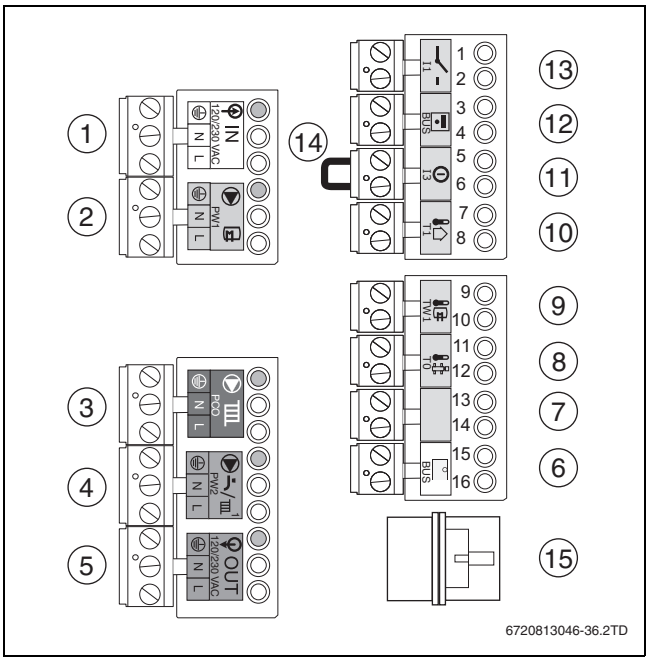

Рис. 24 Клеммные колодки
- Подключите регулятор комнатной температуры вкл/выкл к клемме **I1** (→ рис. 24, [13]) (дополнительное оборудование).
- Подключите регулятор к клеммам **BUS** (→ рис. 24, [6]). Используйте для этого 2-жильный провод сечением 0,4 - 0,75 мм².
- Удалите перемычку (→ рис. 24, [14]) на клеммах ⓘ.
- Подключите датчик наружной температуры к синим клеммам **T1** (→ рис. 24, [10]).
- Подключите датчик температуры бака-водонагревателя к клеммам **TW1** (→ рис. 24, [9]).
- Подключите насос отопительного контура к клеммам **PCO** (→ рис. 24, [3]).
- Подключите циркуляционный насос к клеммам **PW2** (→ рис. 24, [4]).
- Подключите загрузочный насос бака-водонагревателя / отдельный 3-ходовой-клапан 230 В к клеммам **PW1** (→ рис. 24, [2]).
- Подключите отдельный 3-ходовой-клапан к клеммам **PW1** (→ рис. 24, [2]).